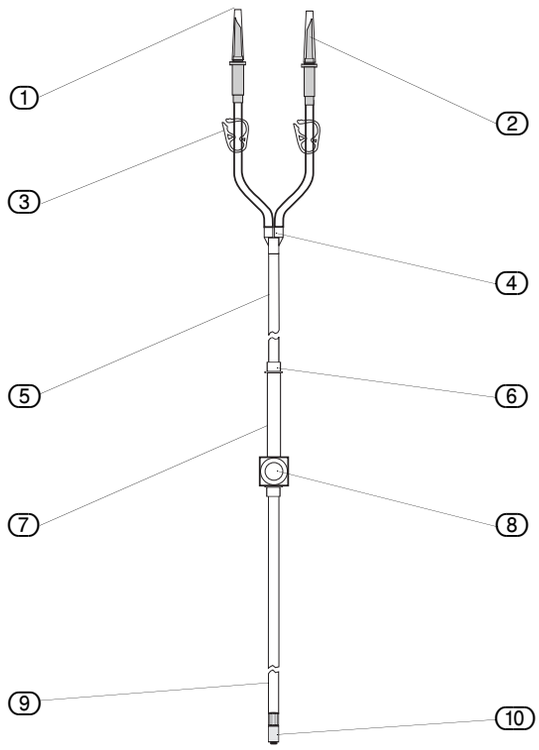
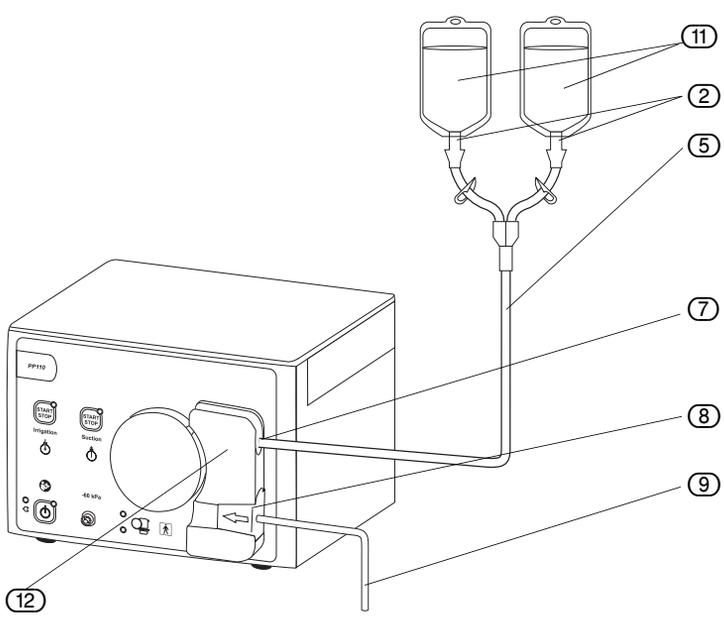
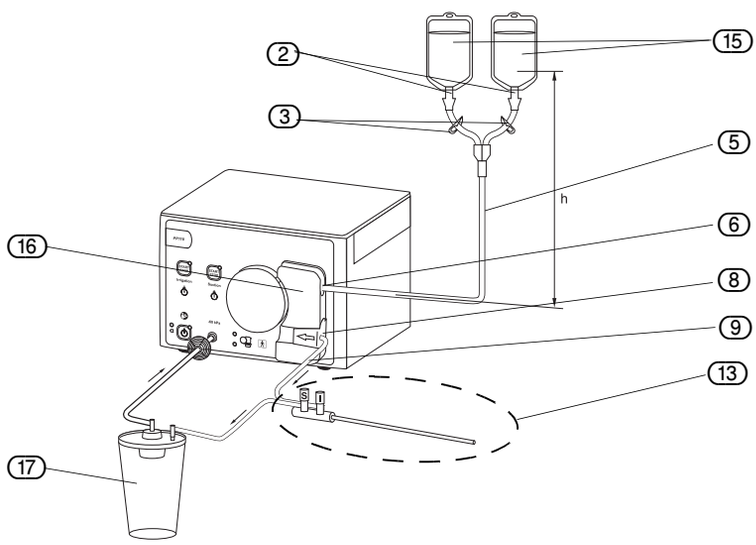

Fig. 5-3 Éléments du lot de tubulures d’injection
Fig. 5-4 Installation du lot de tubulures
Fig. 5-7 Installation du lot de tubulures d’aspiration/d’injection
être affectées de manière correspondante au « personnel stérile » et au « personnel non stérile ». Les numéros indiqués se rapportent à la Fig. 5-3 "Éléments du lot de tubulures d’injection" et à la Fig. 5-4 "Installation du lot de tubulures".
- ▶ Avant d'introduire le lot de tubulures, fixer les deux pinces à tubulure (3) (Fig. 5-3 "Éléments du lot de tubulures d’injection") aux poches.
« personnel non stérile ». Les numéros indiqués se rapportent à la Fig. 5-3 "Éléments du lot de tubulures d’injection" et à la Fig. 5-7 "Installation du lot de tubulures d’aspiration/d’injection".
▶ Lors de la mise en place de la tubulure pour roue de compression, veiller à ce que la membrane de la chambre de pression ne soit pas endommagée. La chambre de pression (8) ne doit être installée qu’en absence de pression.
▶ Introduisez avec précaution la chambre de pression (8) exempte de pression dans l’ouverture droite du logement pour tubulures (16) jusqu’à ce qu’elle arrive en butée.
▶ Entourer la tubulure (7) autour de la roue de compression.
▶ Raccordez la tubulure d'aspiration au collecteur d’aspiration (17) (voir Fig. 5-7 "Installation du lot de tubulures d’aspiration/d’injection").